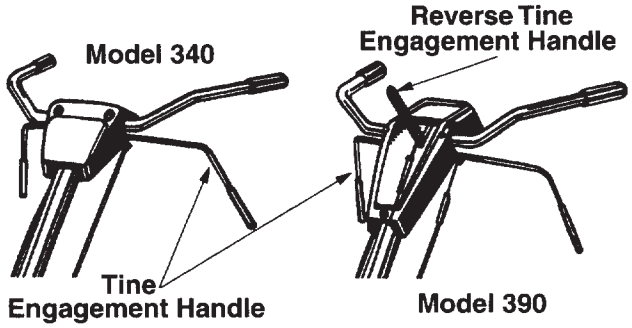

Figure 5.
3. With tine engagement handle in neutral (released) as shown in figure 5, pull the starter rope several times. **The tines should not turn.** If they turn forward, loosen the hex nut on the forward cable (underneath the handle assembly). If they turn toward the rear (model 390 only), loosen the hex nut on the reverse cable (above the handle assembly). Unthread the rod from the cable 2 or 3 turns. Retighten the hex nut, and check again for correct adjustment.
The forward tine engagement handle is located beneath the tiller handle. **(See Figure 5)** Squeezing the handle up against the tiller handle engages the tines. Release the handle to stop the tines.
The reverse tine drive clutch lever is located on top of the handle panel. **(See Figure 5)** Pull the lever to the rear to move the tines in reverse. Release the lever to stop the reverse tine drive.
2. Make certain all controls are in the neutral position (released). **(See Figure 5)**